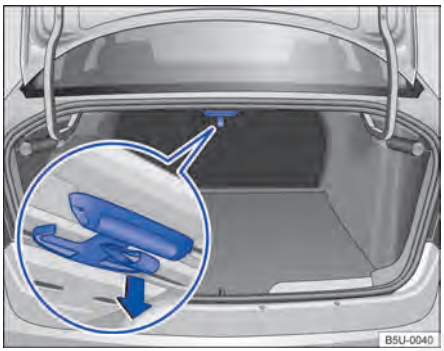

Fig. 75 No compartimento de bagagem: gancho para sacolas.
– Puxar o gancho para sacolas segurando-o pela alça no sentido da seta → Fig. 75 (lupa).